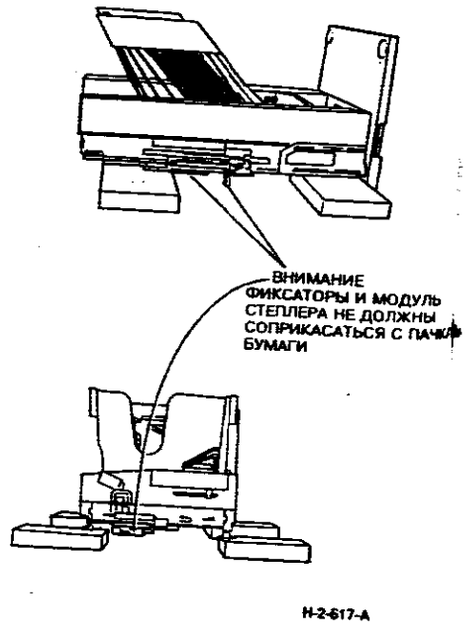

**Рисунок 2. Положение сортера-финишера**
5. (Рисунок 2) Положите на пол четыре нераспечатанные пачки бумаги формата A4. Установите на них сортер-финишер так, чтобы пачки бумаги находились под всеми четырьмя углами рамы сортера-финишера. Проверьте, что пачки бумаги не мешают фиксаторам и модулю степлера.